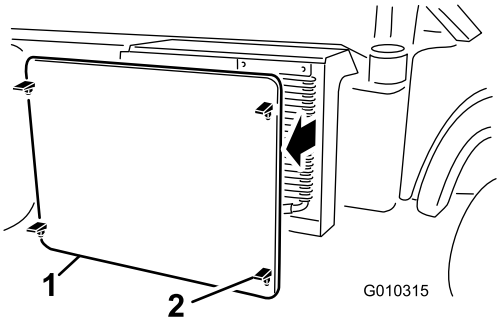

Figur 56
2. Løsne og fjern radiatorskjermen fra forsiden av radiatoren (Figur 56).